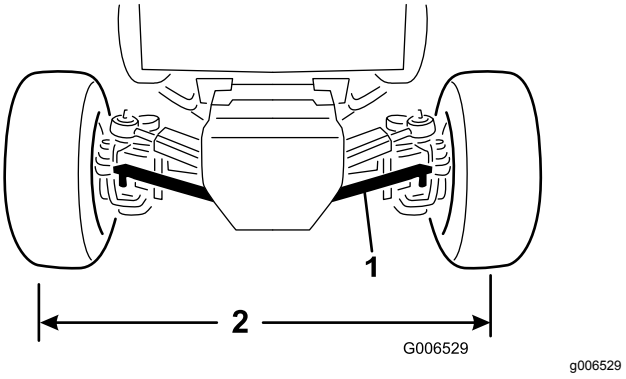

Figur 63
1. Ta bort den saxpinne och kronmutter som håller fast en dragstångs kulled på monteringsfästet på axeln och koppla loss kulleden från axeln (Figur 63).
3. Vrid kulleden inåt eller utåt tills avståndet från mitt till mitt framtill och baktill på bakhjulen är detsamma (Figur 63).